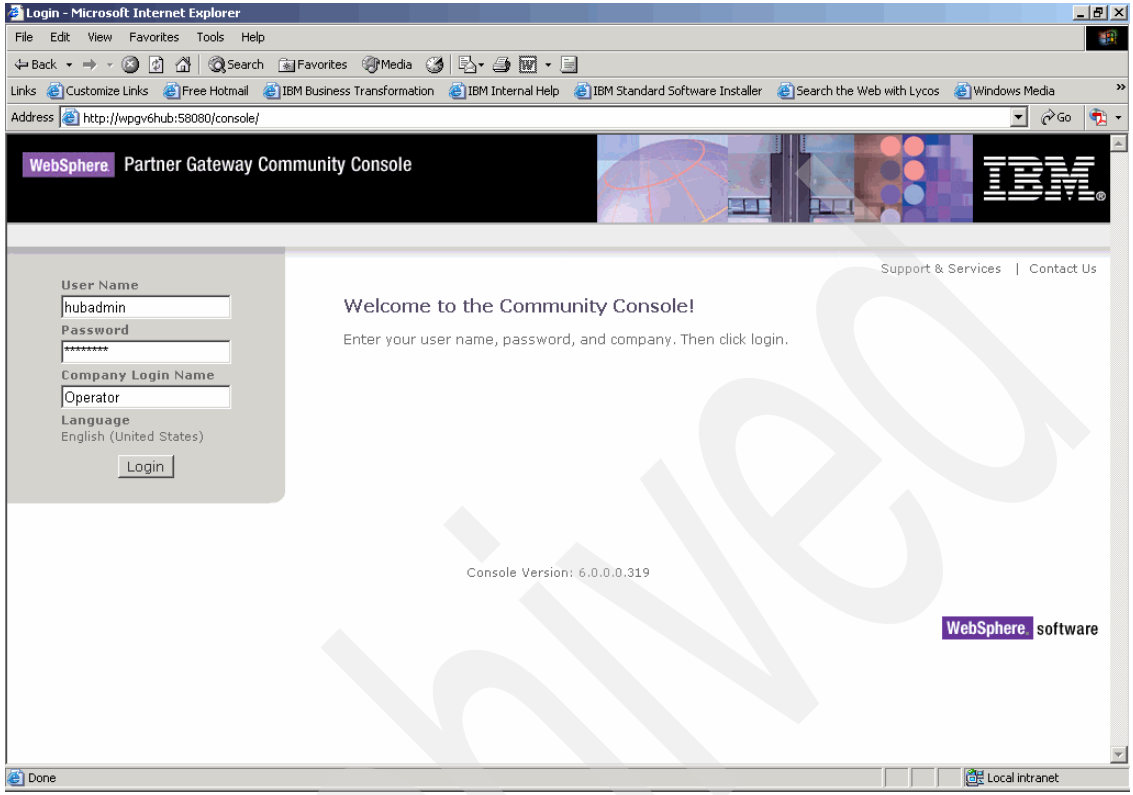

Figure 5-44 Community console login
2. A default company called Operator is set up. One user ID `hubadmin` belongs to this company, and its expired password is `Pa55word`. Enter this information in the logon section. Then click **Login**. See Figure 5-44 on page 105.